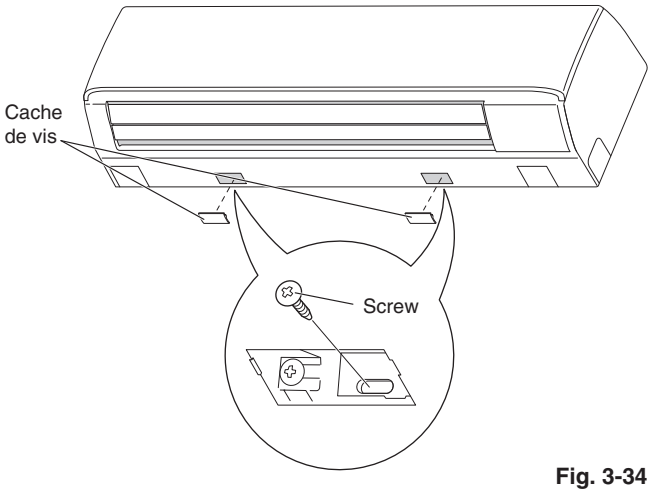

Fig. 3-34
(1) Déposer le cache de vis sur la face inférieure. (Fig. 3-34)
(2) Fixer le châssis au panneau arrière en utilisant les 2 vis à tôle de 4 × 10 mm. (Fig. 3-34)